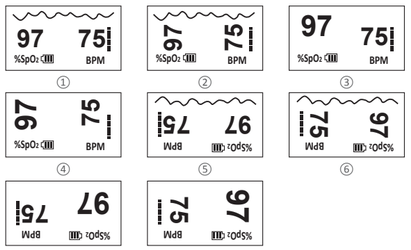

Figure 6
2) There are eight display modes for your choice, See Figure 6. Figure 6.①-Figure 6.⑧ display SpO_2 and pulse rate.